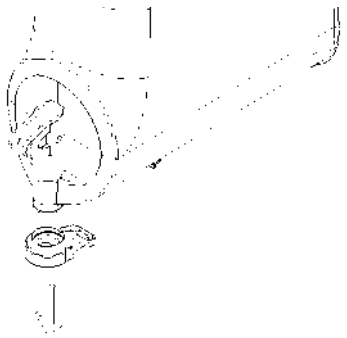

figure 12
- remove the flow restrictor from the container (see figure 12)
5 Remove the flow restrictor from the container (see figure 12).